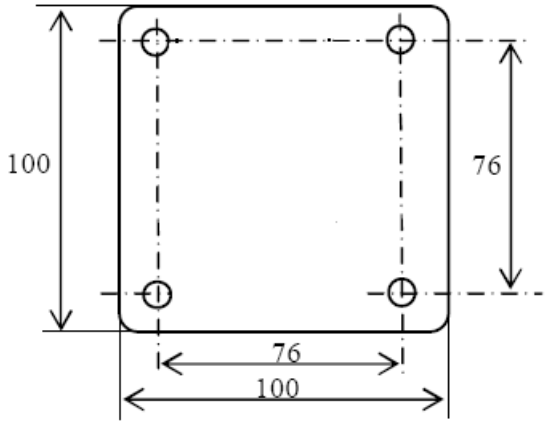
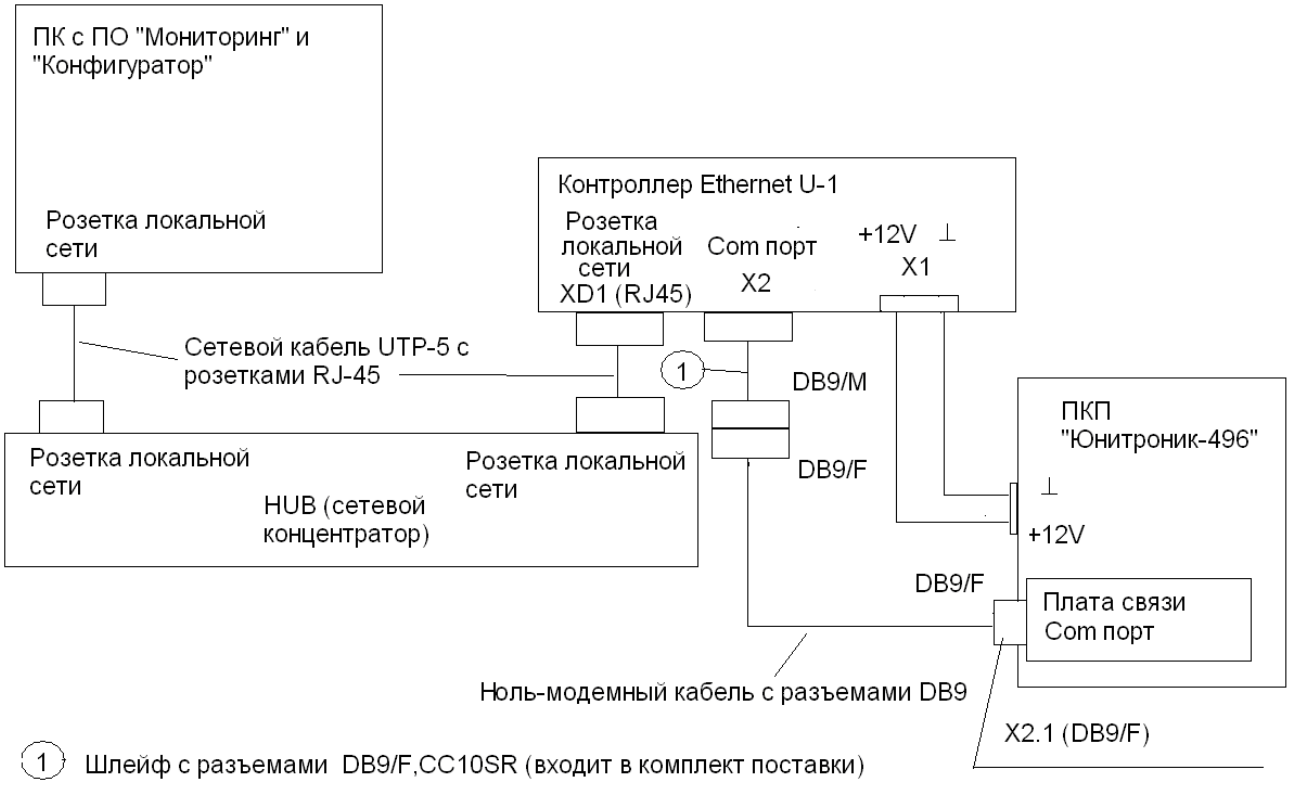

Рис.1. Габаритные и установочные размеры модуля.
Рис.2. Схема подключения Модуля.
Габаритные и установочные размеры модуля показаны на рис.1, принципиальные схемы подключения – на рис.2.
6.2.1. Подключить Модуль согласно схеме рис.2